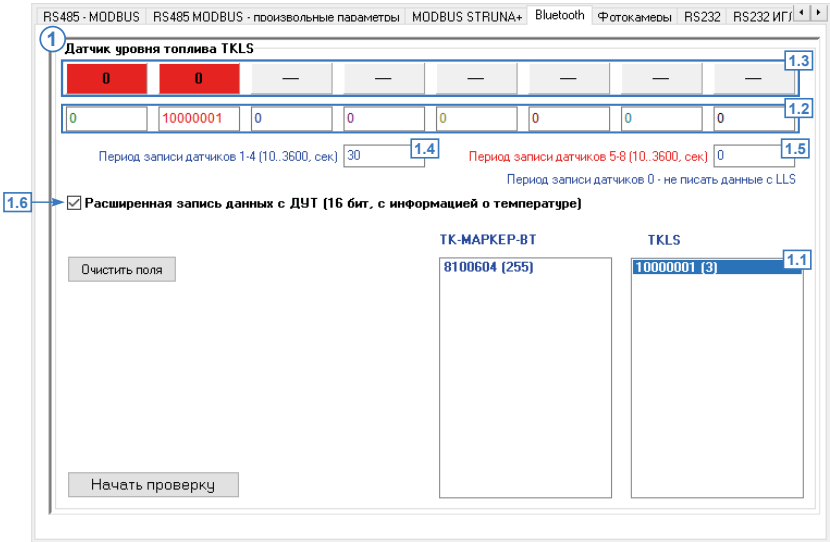

Рис.50. Вкладка «Bluetooth».
- на вкладке нажмите кнопку «Начать проверку». Контроллер начнет поиск устройств доступных для подключения по Bluetooth – это периферийные устройства производства ООО «ТехноКом», поддерживающие протокол Bluetooth контроллеров «АвтоГРАФ». После выполнения поиска в списке 1.1. появятся найденные датчики TKLS **(Рис.50)**. Восьмизначная последовательность – это серийный номер датчика; число в круглых скобках – адрес датчика;
- используя левую кнопку мыши, перетащите серийные номера датчиков TKLS из списка найденных в ячейки соответствующих датчиков **(Рис.50, п. 1.2)**. Ячейки с адресами приведены по порядку – слева направо Датчика 1, затем Датчик 2 и т. д. Всего может быть подключено до 8 датчиков уровня топлива одновременно. Показания датчика, адрес которого задан в ячейке Датчика 1, будут записываться как записи LLS1 в приборе «АвтоГРАФ».
- проверьте корректность установки адресов, повторно запустив проверку. Показания датчиков, адреса которых прописаны в конфигураторе, появятся в программе. Цвет ячейки с показаниями меняется в зависимости от состояния опроса (Рис.50, п. 1.3):
- в поле **«Период записи датчиков 1-4»** (Рис.50, п.1.4) задайте период записи показаний с датчиков 1-4 в память прибора. Минимальный период – 10 секунд, максимальный период – 3600 секунд, 0 не писать данные. Данная настройка дублируется на вкладке «RS-485».
- в поле **«Период записи датчиков 5-8»** (Рис.50, п. 1.5) задайте период записи показаний с датчиков 1-4 в память прибора. Минимальный период – 10 секунд, максимальный период – 3600 секунд, 0 не писать данные. Данная настройка дублируется на вкладке «RS-485».
- если вместе с показаниями датчика прибор «АвтоГРАФ» считывает с датчика и показания температуры, то включите опцию «**Расширенная запись данных с ДУТ»** (Рис.50, п. 1.6). Разрядность данных в этом случае увеличится до 16 бит.